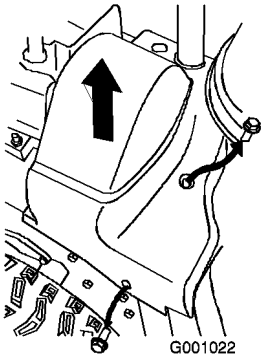

Figur 39
2. Lyft upp remkåpans högra sida (Figur 39).